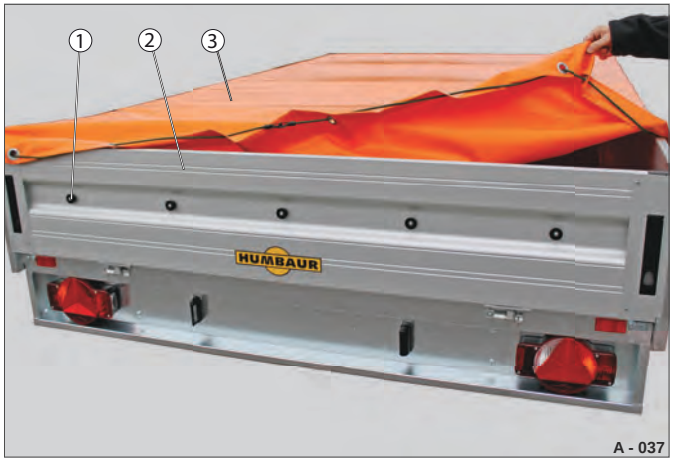

Fig. 59 Anbringelse af flad presenning
▶ Spænd med undersiden nedad den flade presenning (Fig. 59 /3) ud over kantpladerne (Fig. 59 /2).
▶ Sørg for at sikre den flade presenning med sikringselementer (Fig. 59 /1).
▶ Frigør sikringselementerne (Fig. 59 /1) til den flade presenning.